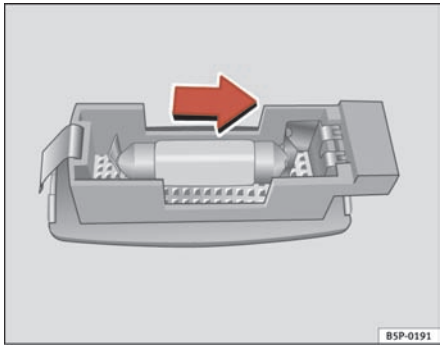

Fig. 180 Removing sunroof light
– Carefully remove the lamp, using the flat side of the screwdriver, as shown in the figure ⇒ fig. 180.
– Remove the lamp, moving it in the direction of the arrow and outwards ⇒ fig. 180.